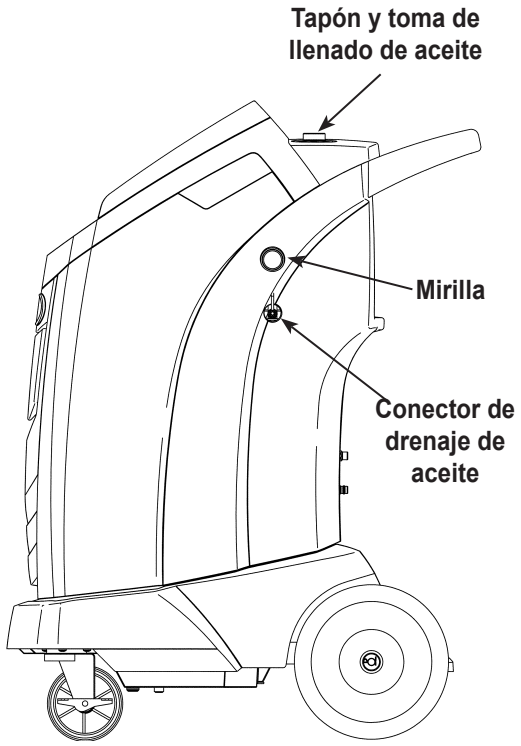

Figura 9
3. **DESPACIO,** abra el tapón de llenado de aceite para verificar que no haya presión en la máquina. A continuación, retire el tapón con cuidado. Consulte la Figura 9.